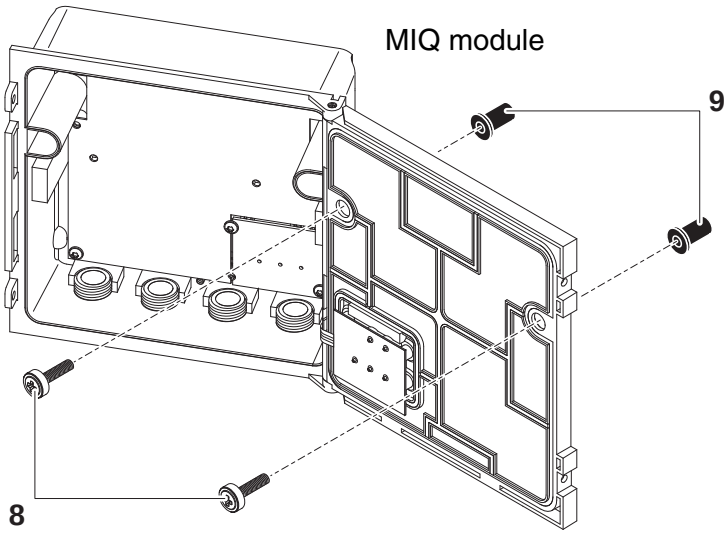

Fig. 3-8 Premounting the ISO blind nuts (variant 2)
6	Insert the cheese-head screws (pos. 8 in Fig. 3-8) with the plastic washers in the drilled mounting holes in the module lid and loosely screw in the ISO blind nuts (pos. 9).
7	Attach the prepared MIQ module to the back of the Universal Transmitter. At the same time, ensure that the two clips on the Universal Transmitter click into place in the lid of the MIQ module. Subsequently, tighten the two screws (pos. 8 in Fig. 3-8).